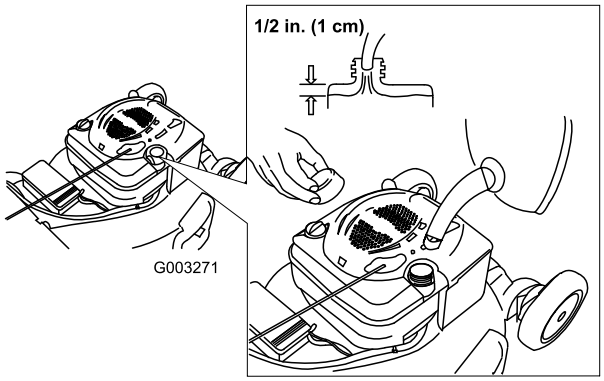

**Figuur 9**
**Opmerking:** Vul de brandstoftank met verse loodvrije, normale benzine van een bekend merk (Figuur 9).